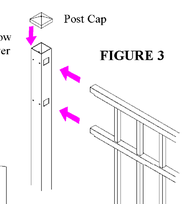

FIGURE 3
2.1. Use a rubber mallet to drive the post caps onto the posts. Be careful not to damage the post or caps. See Figure 3.
2.2. Working out from where the gates are installed slide a section of fence into the gate post holes and into the next post. See Figure 3. Fence sections must be inserted entirely into the post to meet code.